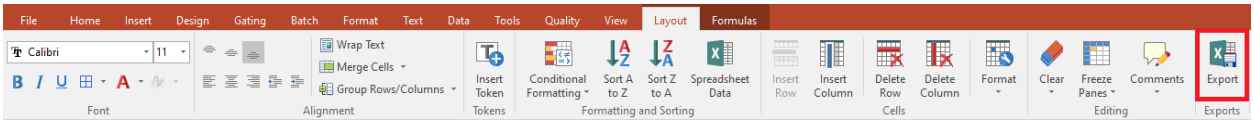

*Figure 9 - Layout tab and export icon to export spreadsheet from Stain Index page*
14.) Select the spreadsheet reporting "Filename" in cell A1 at the bottom of the "**Stain Index**" page and choose the **Layout** tab now available at the top of the workspace (*Figure 9*).